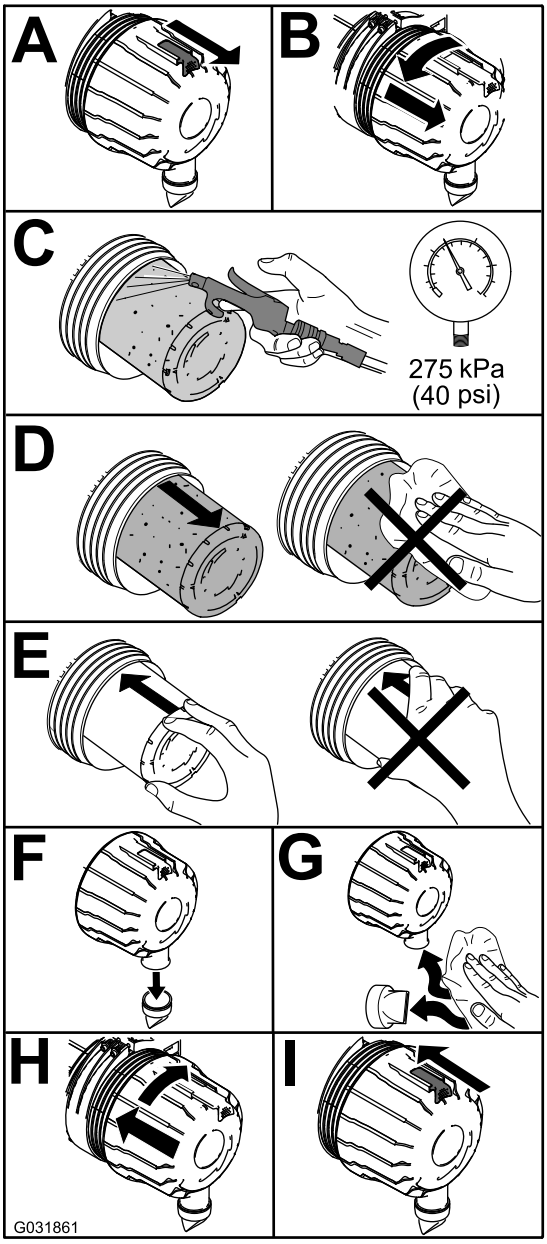

Figur 57
1. Udskift luftfilteret (Figur 57).